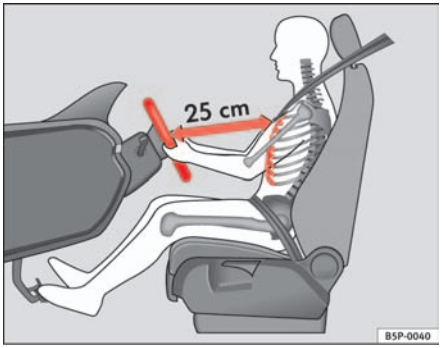

Fig. 130 Proper sitting position for driver
– Adjust the steering wheel in this way until the correct position is set ⇒ fig. 130.
- **Adjust the driver seat or steering wheel so that there is a distance of at least 25 cm between the steering wheel and your chest ⇒ page 159, fig. 130. If you fail to observe the minimum distance, the airbag will not protect you. Risk of fatal injury.**